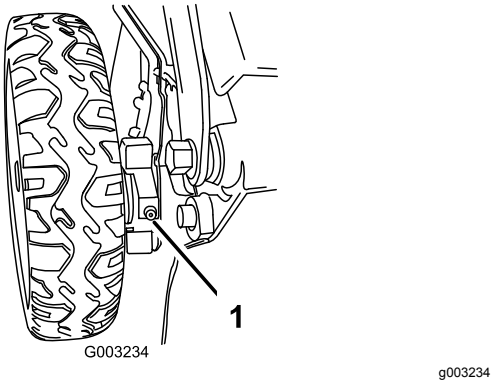

Figur 43
1. Aftør smøreniplerne lige inden for baghjulene med en ren klud (Figur 43).